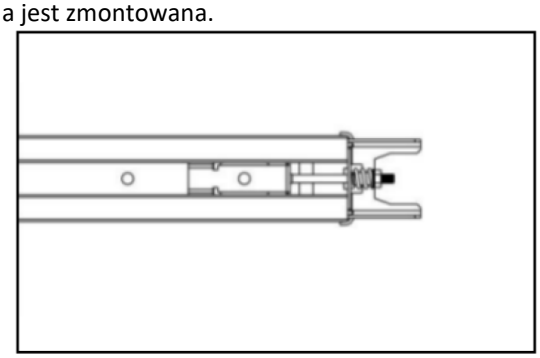

Rysunek 10
4. Dokręć nakrętkę do właściwej pozycji, jak pokazano na rys. 10, przetnij taśmę plastikową, przetnij gwint plastikowy na zębatce, a następnie cała szyna jest zmontowana.